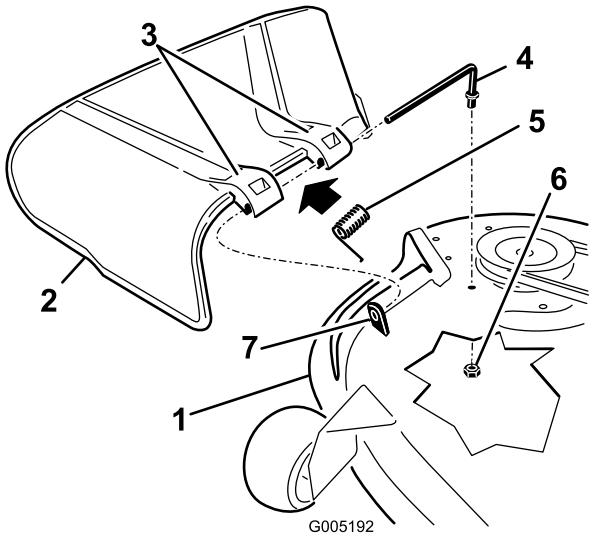

Figur 68
1. Avlägsna muttern (3/8 tum) från stången under klipparen (Figur 68).
2. Skjut ut stången från det korta avståndsstycket, fjädern och gräsriktaren (Figur 68).
4. Byt ut gräsriktaren (Figur 68).
7. Skjut stången genom det andra gräsriktarfästet (Figur 68).
9. Fäst stångens bakre ände i klippaggregatet med en mutter (3/8 tum) enligt Figur 68.